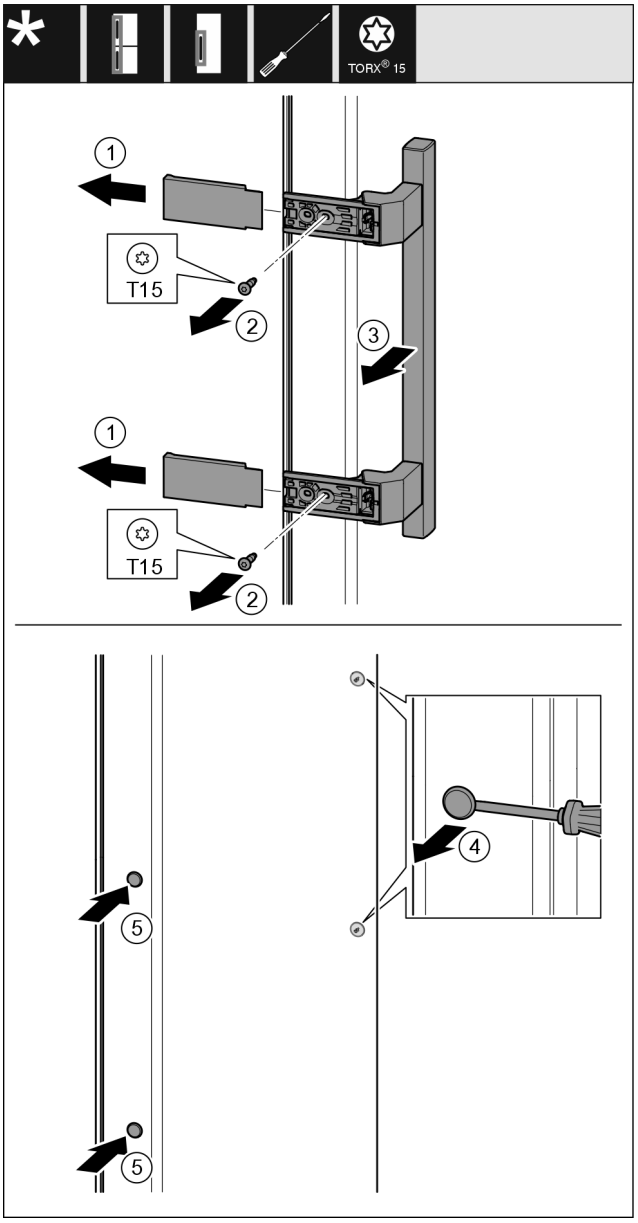

Fig. 25
- ▶ Afdekking *Fig. 25 (1)* wegtrekken.
- ▶ Schroeven *Fig. 25 (2)* met een schroevendraaier er uit draaien.
- ▶ Greep *Fig. 25 (3)* wegnemen.
- ▶ Til de zijplug voorzichtig *Fig. 25 (4)* op met een platte schroevendraaier en trek hem er uit.
- ▶ Plug *Fig. 25 (5)* aan de andere kant er weer insteken.